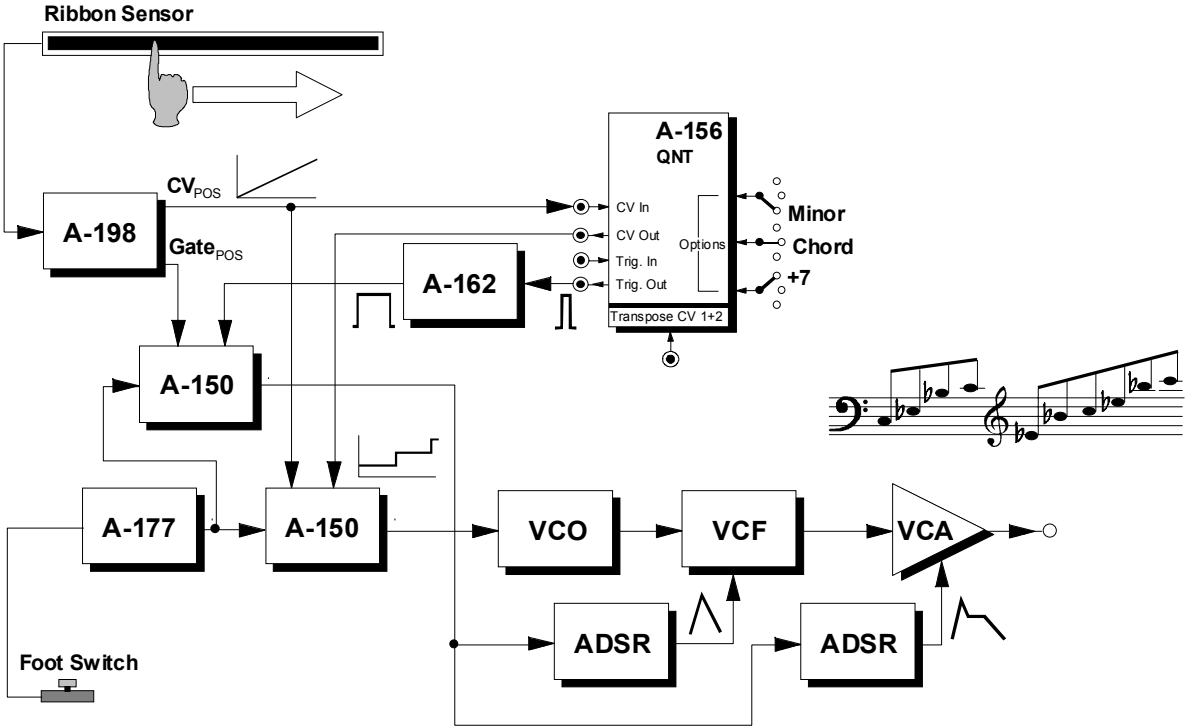

Abb. 4: Weg-/Drucksensor als Tastatur
Beim Patch in Abb. 4 wird der **Weg-/Drucksensor als** "**Tastatur**" eingesetzt. Dabei bestimmen Sie mit einem Fußtaster in Verbindung mit dem Foot Controller A-177 und dem VC Switch A-150, ob die positionsabhängige Steuerspannung CV_{POS} direkt dem VCO zugeführt wird - somit sind Glide-Effekte möglich - oder ob CV_{POS} mit Hilfe des A-156 quantisiert wird.
- Durch Zuführen der von einem Keyboard erzeugten Tonhöhenspannung an den Transpose-Eingang des Quantisierers (s Abb. 4) **transponieren** Sie die mit dem Weg-/Drucksensor erzeugten Klänge **entsprechend der auf dem Keyboard gedrückten Taste**.